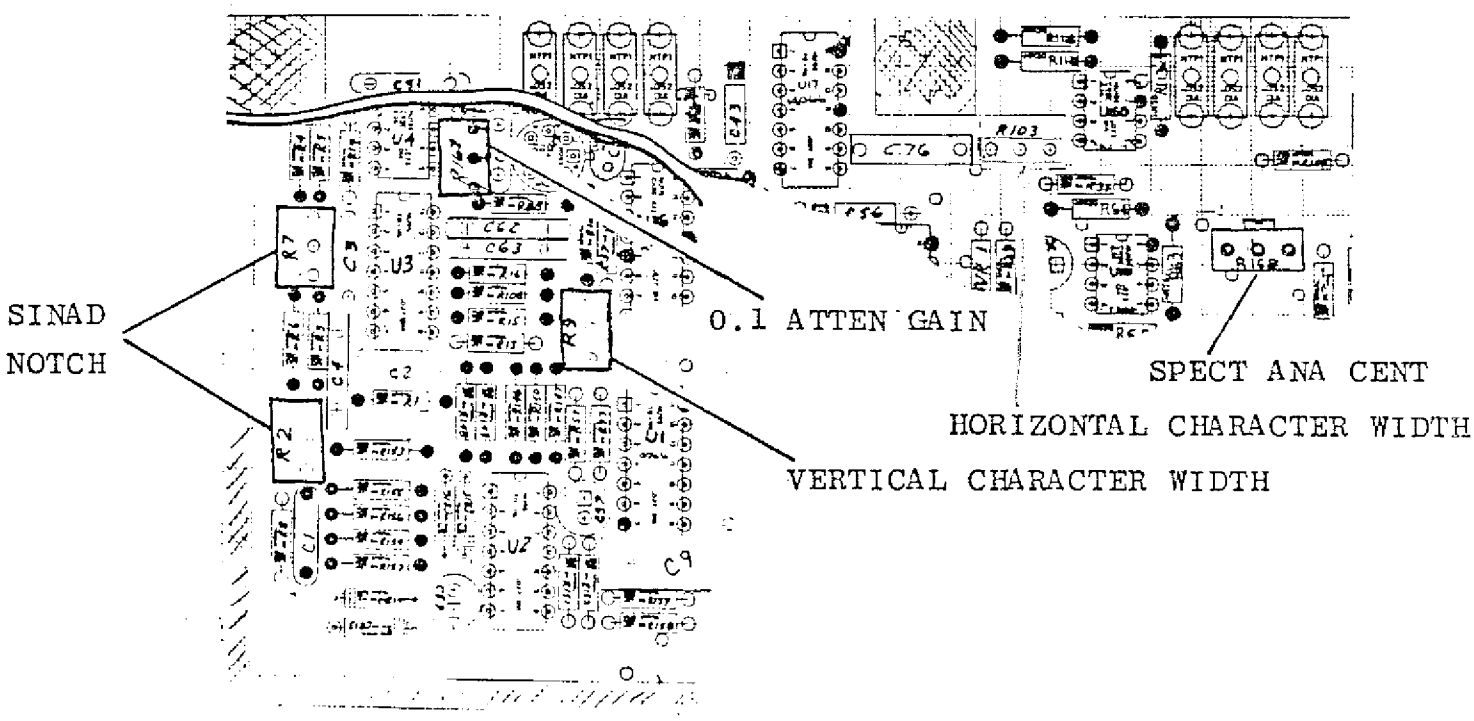

FIGURE 6.4 SCOPE/DVM CONTROL CHAR SWEEP AND AND SINAD ALIGNMENT POINTS
6.2.4 Adjust the Horizontal Character Sweep Width Potentiometer on the Scope/DVM Control Board (See Figure 6.4) so that the right-hand edge of the CRT character display is approximately 4.2 graticule divisions to the right of the graticule center line.
6.2.5 Adjust the Vertical Character Sweep Width Potentiometer on the Scope/DVM Control Board (See Figure 6.4) so that the bottom edge of the CRT display is approximately 3.3 graticule divisions below the graticule center line.
6.3.5 Alternately adjust the two SINAD Notch potentiometers on the Scope/DVM Control Board (See Figure 6.4) for a maximum SINAD reading on the CRT display. A reading greater than 30 db should be obtained.